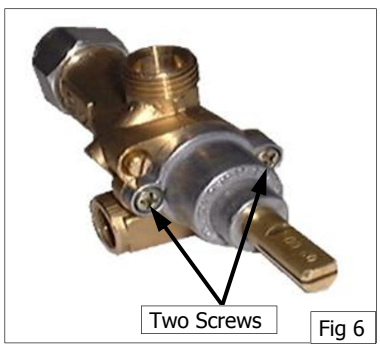

Fig 6
d. Remove 2 screws holding shaft plate to gas control body and remove control shaft and plate. (See Fig 6). Note orientation of shaft for correct re-assembly.